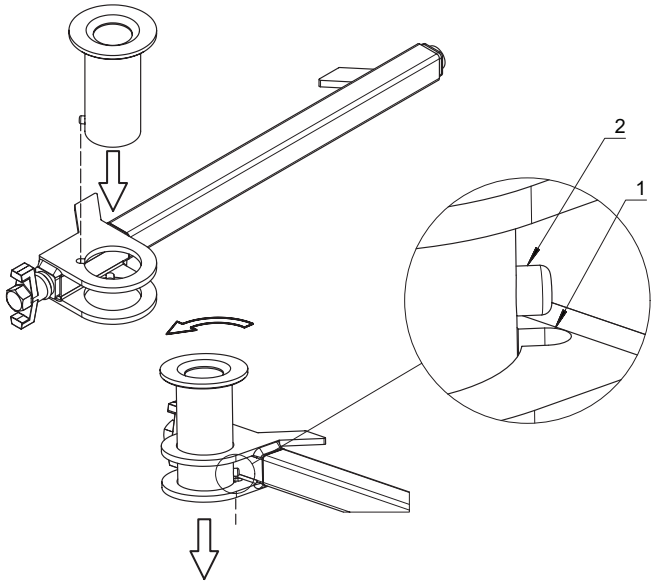

Figur 21. *Montering av stålhylsa*
5. Montera stålhylsan i den nedre Ståltvingen. På hylsans sida sitter ett stift som måste passa in i skårorna på tvingens öron. Skårorna i fästöronen är inte inriktade vilket innebär att hylsan måste vridas för att föras in genom båda fästöronen. Se figur 21 för en detaljerad bild.